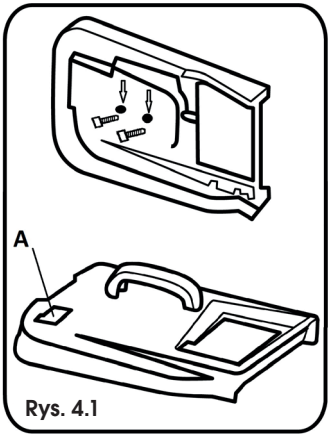

Rys. 4.1
- Do górnej części kosza przymocuj uchwyt przy pomocy załączonych wkrętów. Rysunek 4.1
⚠ **UWAGA:** Kosz jest wyposażony w element sygnalizujący jego napełnienie. Rysunek 4.1 punkt A. Jeśli klapka jest uchylona, kosz nie jest zapełniony. W przeciwnym razie należy wysypać zawartość kosza